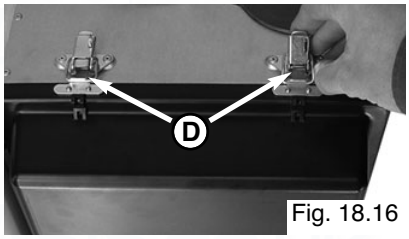

Fig. 18.16
2. Unlock the three clamp locking bolts "**D**" and remove the casing (see Figs. 18.16 and 18.17);